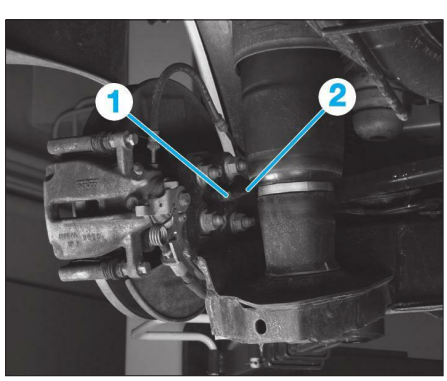

**Fig. 25**
• Dégrafer le faisceau du capteur de roue arrière **(Fig.25)**.
• Déposer la vis (1) puis le capteur de roue arrière (2).